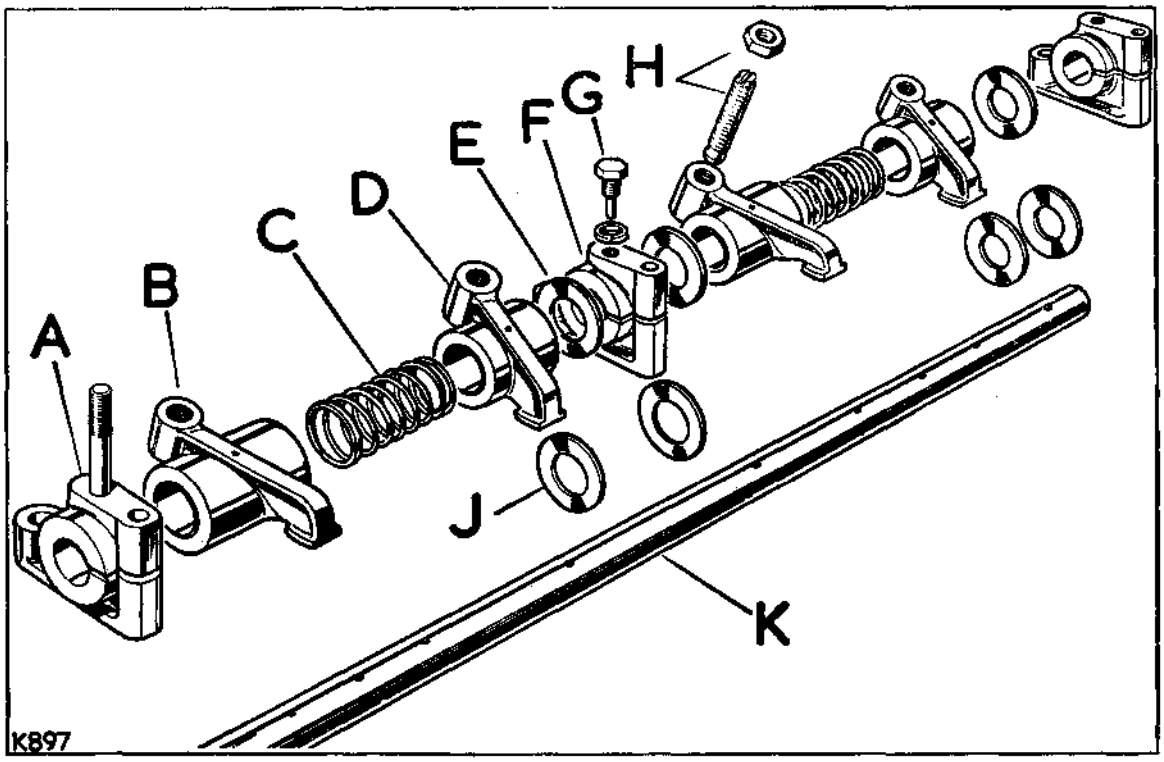

**Fig. A1-72. Valve gear and rocker shaft arrangement**
2. Continue assembly, referring to Fig. A1-72 and note the assembled position for the spacing washers and the handed valve rockers.